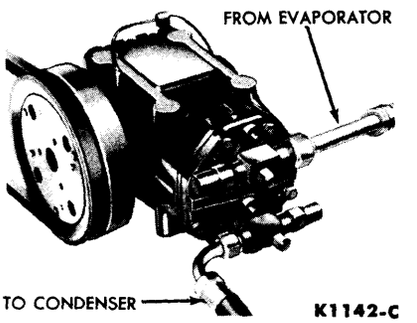

FIG. 29—Compressor Hose Connections
11. Install the service valves on the compressor (Fig. 29), using new gaskets. Leak test the compressor, then evacuate it and connect it back into the system.